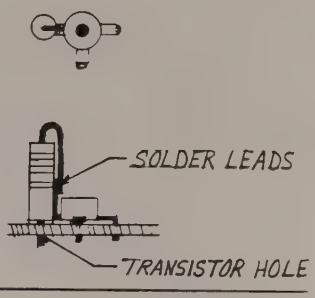

FIG. 1 (8)
(8) ADD RESISTOR AS SHOWN IN FIG. 1.